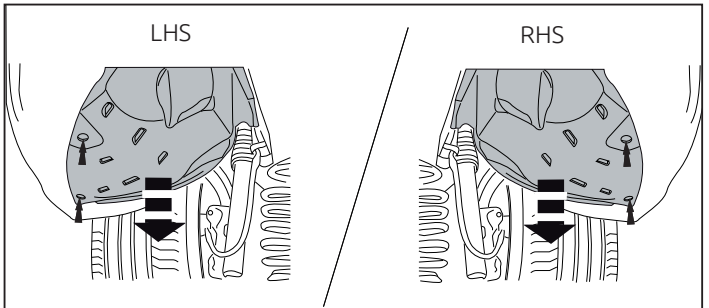

Fig. 1
1. Снять пластмассовые защитные колпаки. См. рисунок 1.